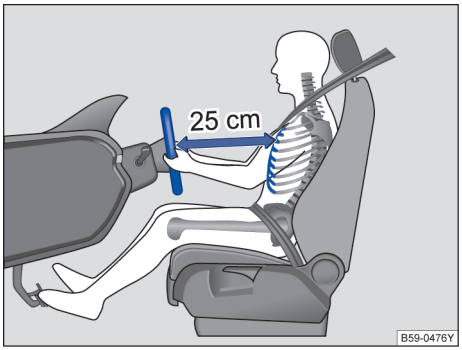

图 20 驾驶员与方向盘之间至少保持为 25 cm 的距离
– 调节方向盘，使驾驶员胸部与方向盘之间至少保持 25 cm 的距离→ 图 20。